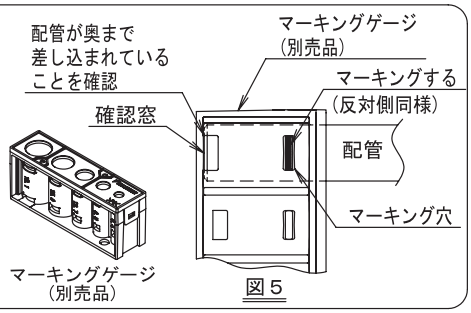

図５
❺差込みマーキングの記入
(3)マーキング穴を油性ペンなどで塗りつぶしてください。（２ヵ所）(図５参照)